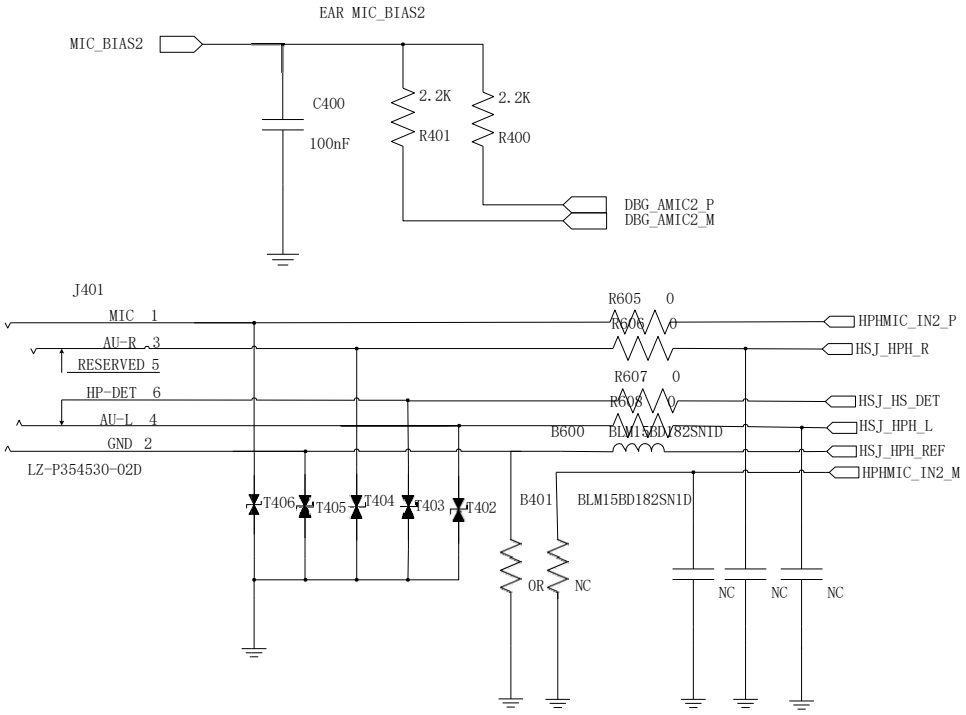

Fig4.18: Headphone interface circuit
1. The headphone jack in Figure 4.18 is normally closed. If the user uses a normally open headphone jack, please modify the detection circuit according to the actual pin and modify the software accordingly.